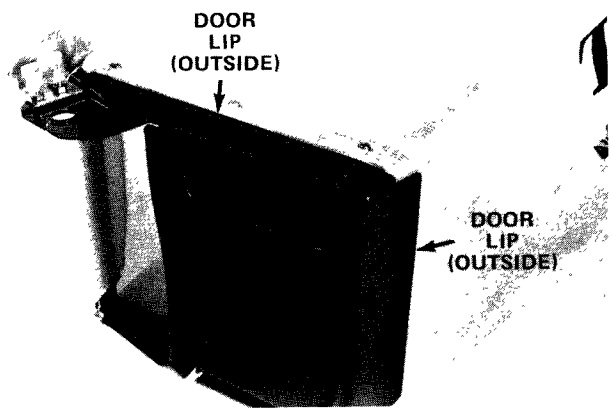

Figure 13
2. Close the grass bag door (Fig. 13). Top and side lips of door must fit outside the bag frame, not inside the frame.
1. Close grass bag door. Top and side lips of door must fit outside the bag frame, not inside the frame (Fig. 13).